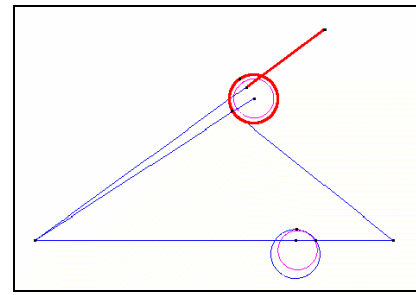

Figure 12. Intersecting lines
8. Then continue selecting to make an intersection between the upper circle and the farthest segment of the line that was rotated 36 degrees (see Figure 12).